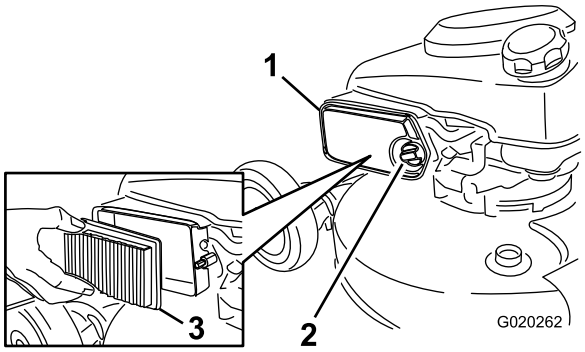

Figur 36
1. Sku løs knotten og åpne dekselet (Figur 36).
2. Bytt ut luftrenserelementet (Figur 36).